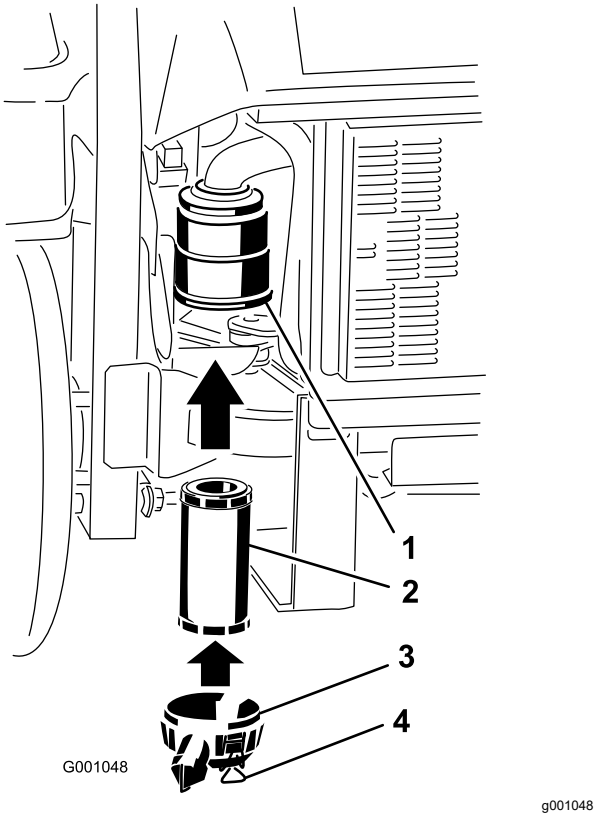

Rysunek 55
2. Ostrożnie wsuń filtr do obudowy filtra (Rysunek 55).
3. Załóż pokrywę filtra powietrza i zamocuj za pomocą zaczepów (Rysunek 55).